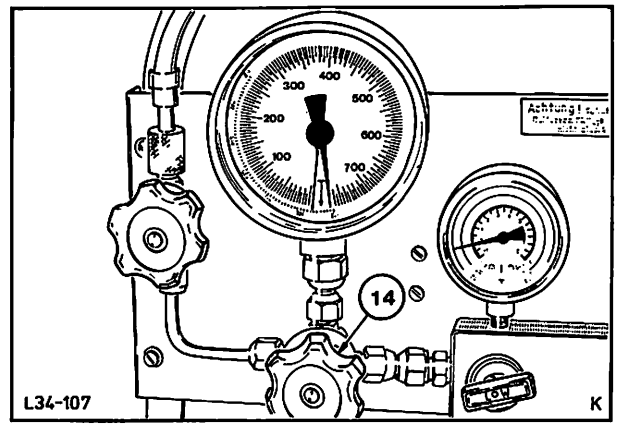

Abb. 25 Torrmeter-Absperrventil (14)
8. Pumpe abschalten, Torrmeter-Absperrventil (14), Abb. 25, und Ventile (2) und (9) am Füllzylinder schließen.